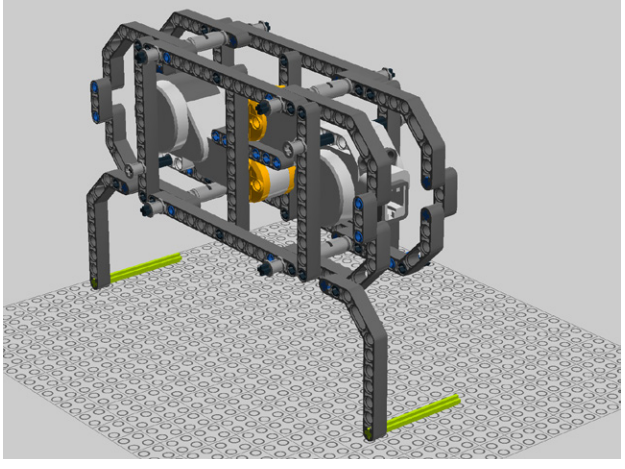

Figure 4-27. *Step 22: Inserting the cross axles*
22. Insert two 7M cross axles as shown in Figure 4-27.